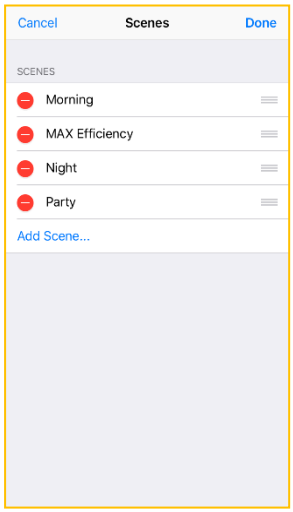

Figure 48
- Select the scenario from the list by clicking ⛔ *(Fig. 48)*